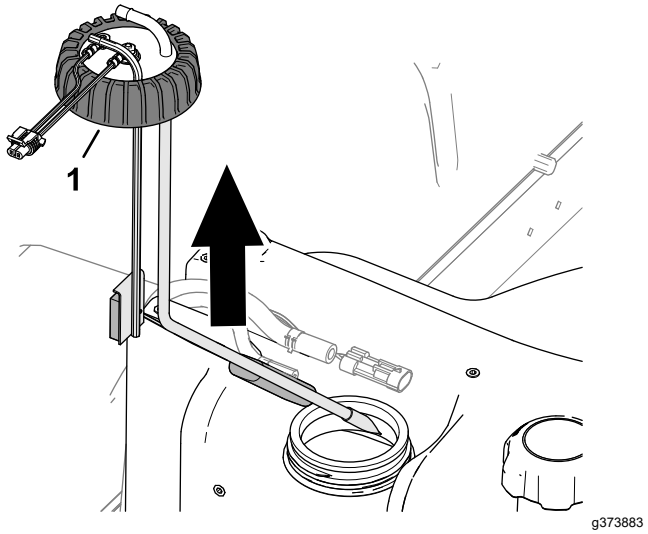

Figura 121
5. Slăbii capacul transmiătorului pentru combustibil (Figura 121).